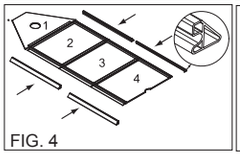

FIG. 4
7. Verbind de zijsleuven met de vloerplanken. (FIG. 4)